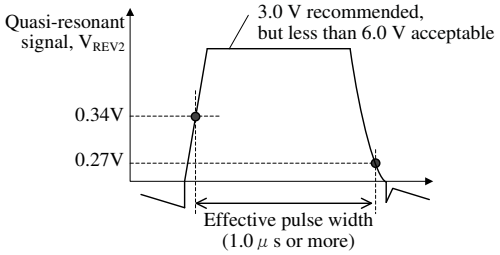

Figure 9-12 The effective pulse width of quasi-resonant signal
- The effective pulse width of quasi-resonant signal is 1.0 µs or more (refer to Figure 9-12)
power supply specification, V_{REV2} < 6.0 V (Absolute maximum rating of the BD pin) and the effective pulse width of quasi-resonant signal is 1.0 µs or more (refer to Figure 9-12).